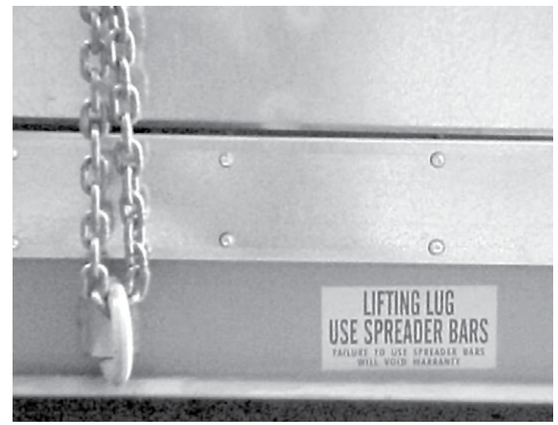
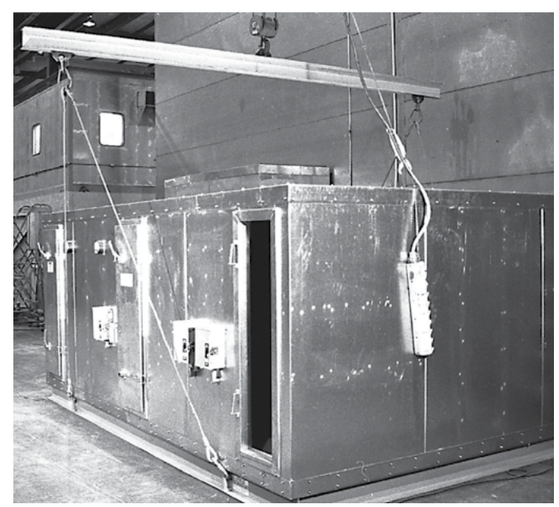

FIGURE 1. Lift modules only with lugs located at the base of each module. Do not use a forklift.
FIGURE 2. Spreader bars must be used for hoisting modules to avoid damaging the enclosure.
To off load each of the system's modules, lift only with the lugs located at the base of each module (**FIGURE 1**). Do NOT lift with a forklift. Spreader bars must be used to hoist sections to avoid damaging the enclosure (**FIGURE 2**).
5) Hoist the first module in place. Spreader bars and hoisting lugs must be used on each module for hoisting. Do not use forklifts. (See **FIGURES 1** and **2** on **PAGE 3**).